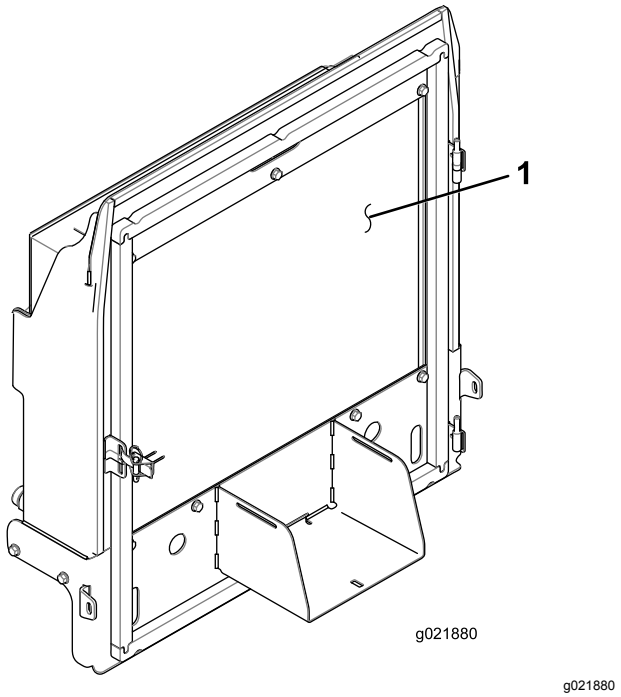

Figur 85
4. Rengjør begge sidene av radiatoren/oljekjøleren grundig med trykkluft (Figur 85).